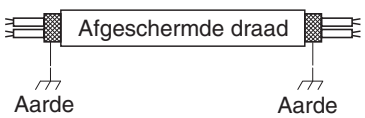

Afb. 4-6
(5) Gebruik afgeschermde draden voor de bedieningsbedrading tussen units (c) en aard de afscherming aan beide zijden, anders kunnen er problemen met ruis (storing) optreden. (Afb. 4-6)